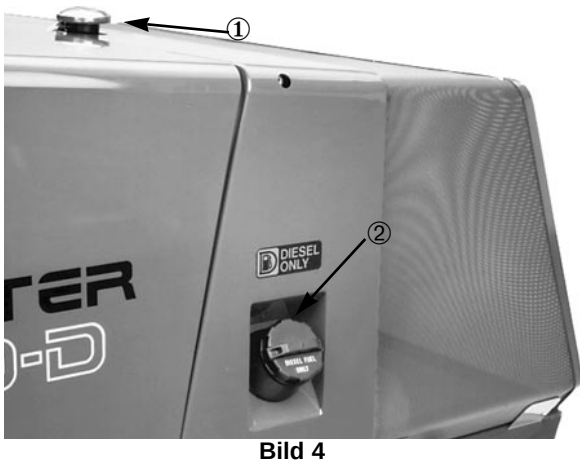

**Bild 4**
**1.** Den Kühlerdeckel (Bild 4) abschrauben. Das Kühlmittel muß bis zur Unterseite des Füllstutzens reichen.
**1.** Den Tankdeckel abschrauben (Bild 4).